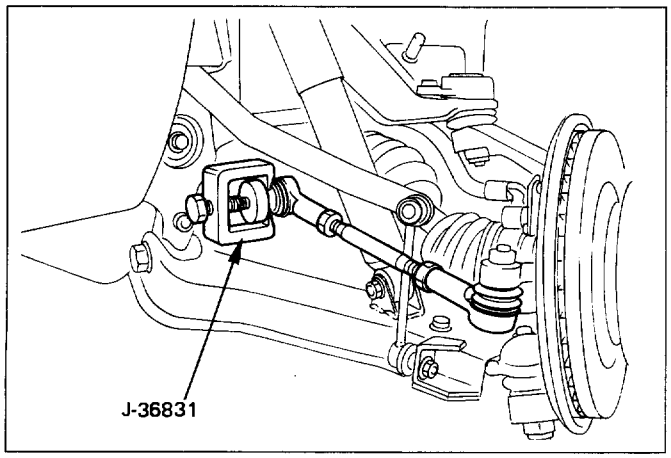

Fig. 3B3-7
- Remove outer track rod assembly from the knuckle arm (Fig. 3B3-8).